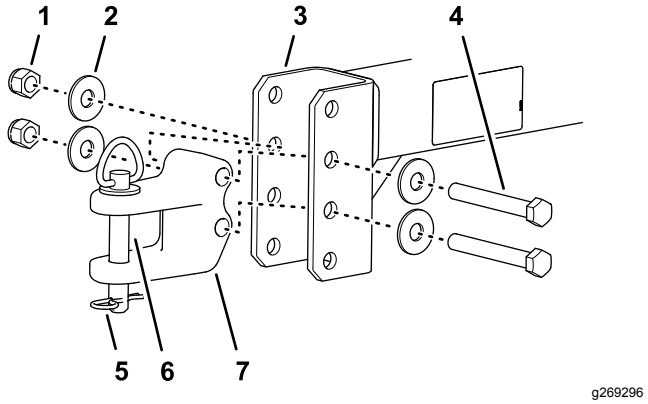

Figur 5
1. Placer bugsertrækkets gaffelbolt på anhængerens trækstang, så trækstangen er plan med traktionsenhedens trækstang (Figur 5).
2. Monter bugsertrækkets gaffelbolt på trækstangen med 2 maskinskruer, 4 spændeskiver og 2 låsemøtrikker (Figur 5).
4. Fastgør bugsertrækket til trækstangen ved hjælp af koblingstappen (Figur 5).